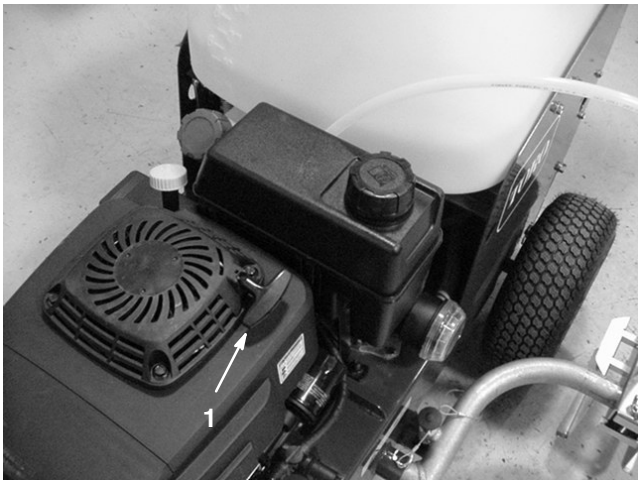

Figure 15
The recoil starter (Fig. 15) is on the top of the engine. Pull the recoil starter to start the engine.
4. Open the fuel shut–off valve (Fig. 15).
7. Pull the starter handle (Fig. 15) lightly until you feel resistance, then pull it sharply. Allow the rope to return to the engine slowly.